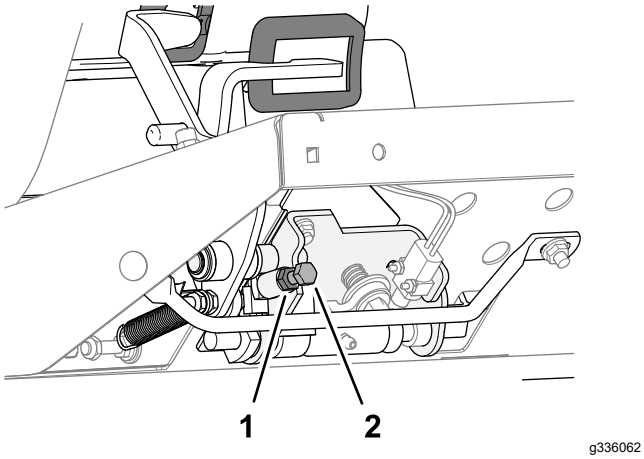

Rysunek 86
- Aby zmniejszyć szybkość jazdy podczas koszenia, obróć śrubę ogranicznika prędkości (Rysunek 86) w prawo.